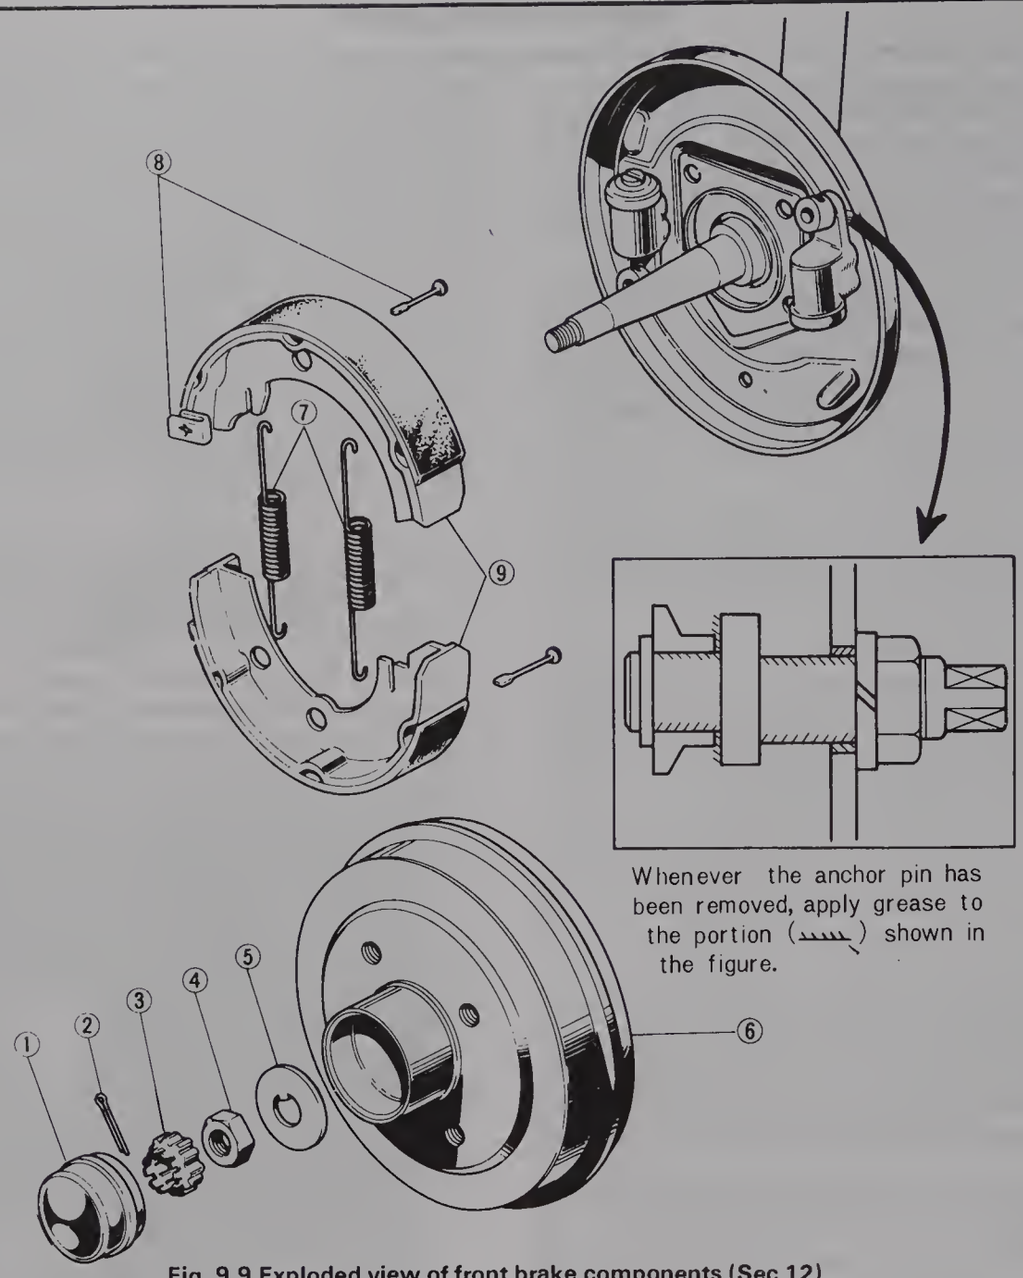

Fig. 9.9 Exploded view of front brake components (Sec 12)
3 Fig. 9.9 shows an exploded view of the front brake assembly; refer to this and prise off the wheel bearing grease cap (1), remove the split pin (2) and nut lock (3).